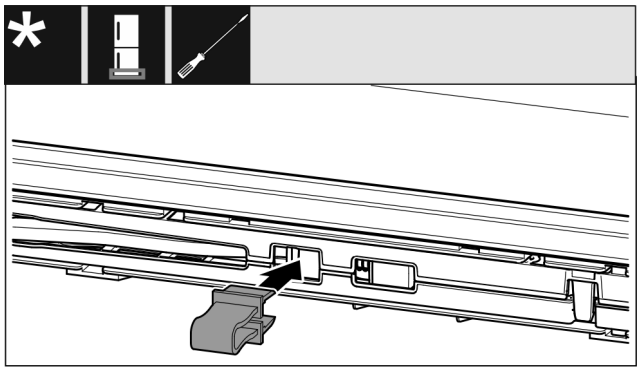

Fig. 18
▶ Pojistku nechte zapadnout do otvoru. (viz Fig. 18)